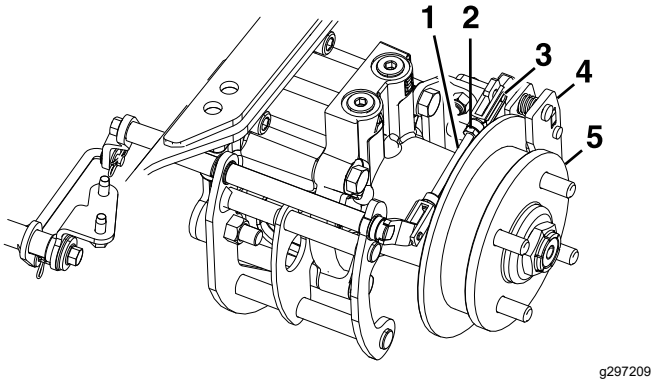

Figur 85
8. Ta bort fjädersprintbulten från det bakre länksystemet och bromsoket (Figur 85).
12. Dra åt kontramuttern på det bakre länksystemet (Figur 85).